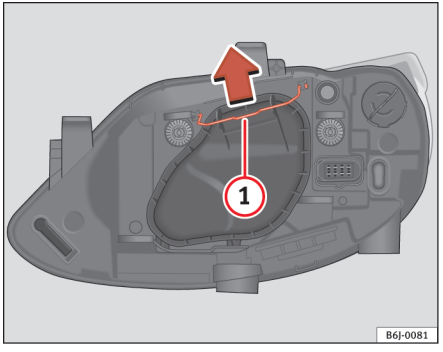

Fig. 146 Nær-/fjernlys i forbindelse med enkelt forlygte
– Skub støtten ⇒ fig. 146 (1) i pilens retning, og tag dækslet af.
– Skub støtten (1) ⇒ fig. 146 i pilenes retning, og tag dækslet af.